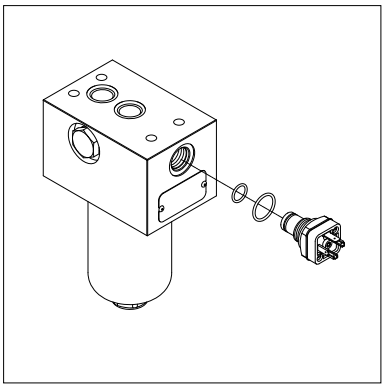

fig. 17
- (Fig. 17) Unscrew the indicator body